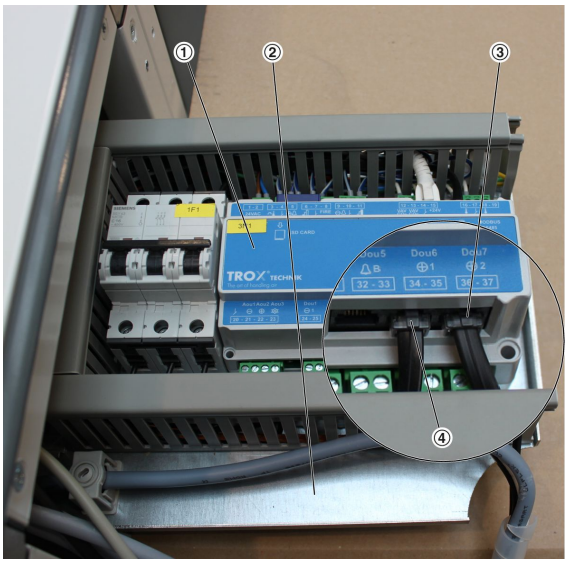

Abb. 6: X-CUBE Control-Master
6. ▸ Zum Anschluss an den Control-Master (Abb. 6 /1), die Elektro-Konsole (Abb. 6 /2) herausziehen.
Die Bus-Anschlussleitung durch die Leitungseinführung (Abb. 2 /2) des Panels führen und anschließend am Control-Master in die RJ12-Buchse Port C (Abb. 6 /3) einstecken.
Ist die RJ12-Buchse Port C belegt, die Anschlussleitung in die RJ12-Buchse Port B (Abb. 6 /4) einstecken.